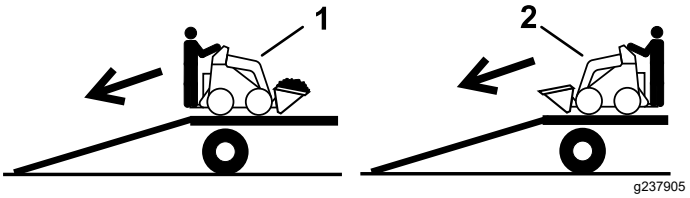

Rysunek 16
2. Wyładunek maszyny wykonuj tak, aby cięższa jej strona była po wyższej stronie pochylni, ładunek przewoź nisko (Rysunek 16).